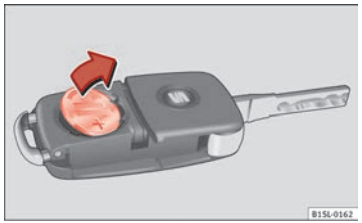

Fig. 16 Clé du véhicule : retirer la pile.
- Retirez la pile du compartiment à l'aide d'un objet fin approprié ⇒ fig. 16.
- Placez la pile neuve dans le compartiment, en appuyant comme indiqué ⇒ fig. 16, dans le sens contraire de la flèche ⇒ ⓘ.